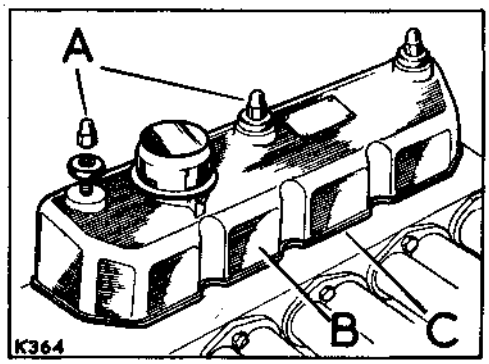

**Fig. A1-73. Engine top cover**
7. Refit the engine top cover, referring to Fig. A1-73.